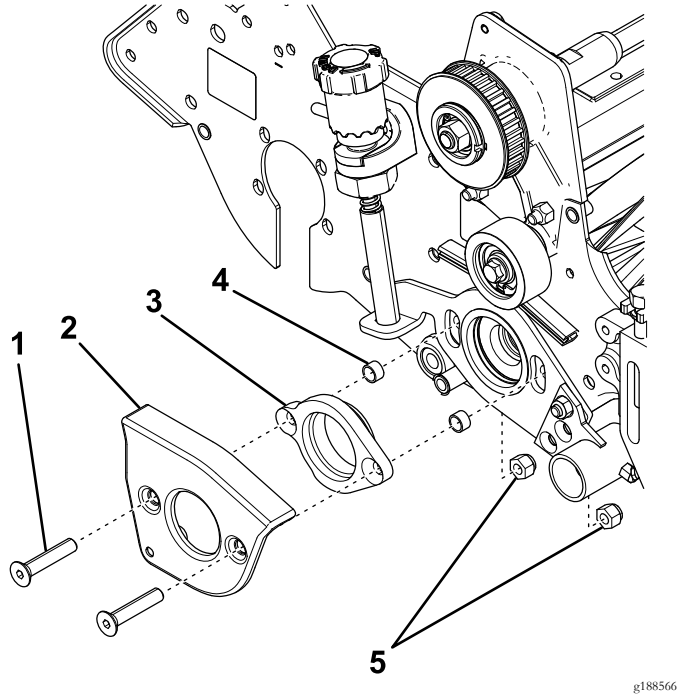

Figuur 10
4. Verwijder de platkopschroeven, borgmoeren, groomerarmkap en lageradapter van de zijplaat (Figuur 10).
5. Verwijder de afstandsringen en gooi ze weg (Figuur 10).